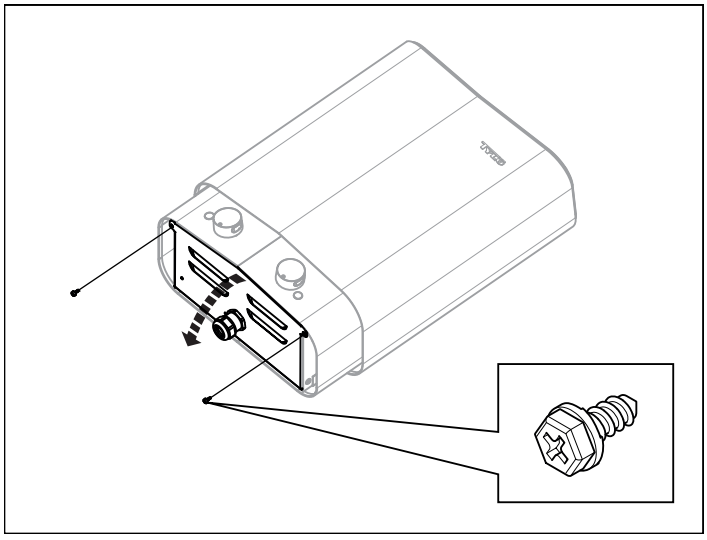

Abbildung 5: Abnehmen/Anbringen der Abdeckung
2. Drehen Sie die Schrauben heraus und entfernen Sie die Abdeckung (siehe Abbildung 5).
4. Schließen Sie die Abdeckung und ziehen Sie die Schrauben fest (siehe Abb. 5).